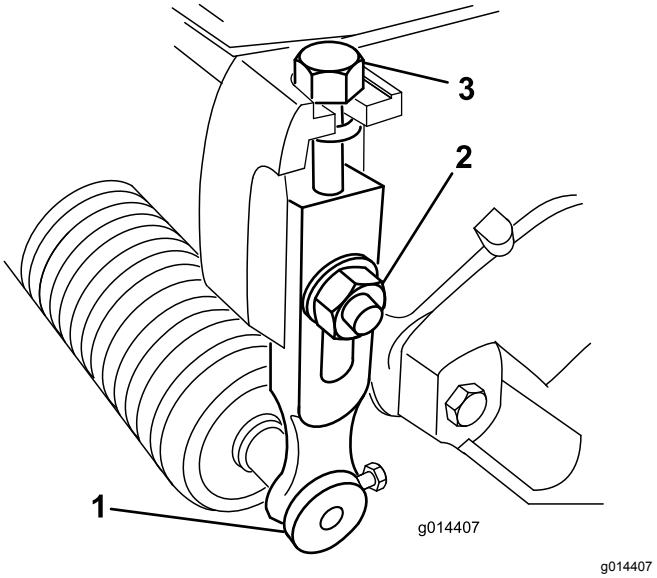

**Figur 9**
1. Lossa de låsmuttrar som fäster klipphöjdsarmarna till klippenhetens sidoplåtar (Figur 9).